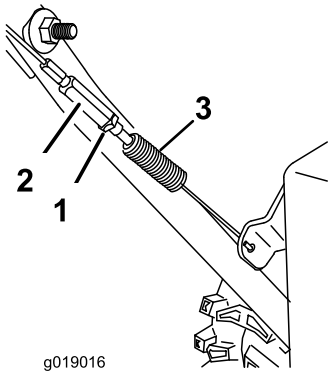

Rysunek 36
4. Dokręć przeciwnakrętkę (Rysunek 36), upewniając się, że linka jest lekko napięta.